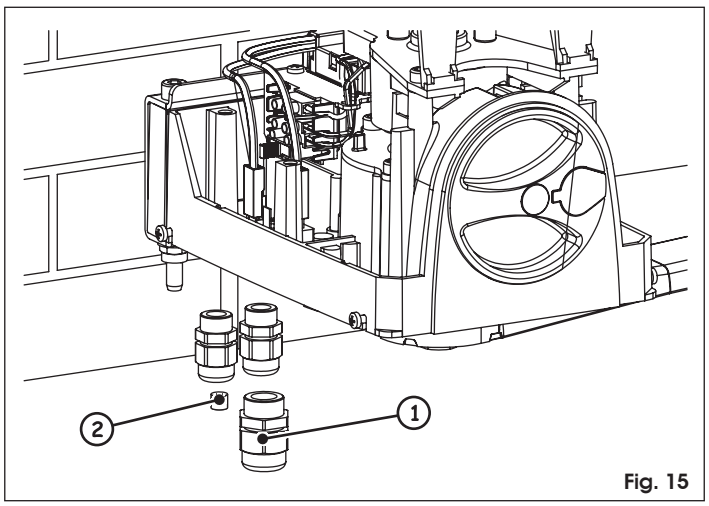

Fig. 15
1. Alle drei im Lieferumfang enthaltenen Kabelverschraubungen mit den entsprechenden Befestigungsmuttern fixieren (Abb. 15).
☞ *Die größte Kabelverschraubung (Abb. 15, Bez. ①) muss immer verwendet werden.*
☞ *Wenn die anderen beiden Kabelverschraubungen nicht verwendet werden, sind sie mit den entsprechenden im Lieferumfang enthaltenen Abdeckungen zu verschließen (Abb. 15, Bez. ②). Den Kunststoffverschluss in die Durchgangsöffnung des Kabels einführen und die Kabelverschraubung bis zur Sperre verschließen.*